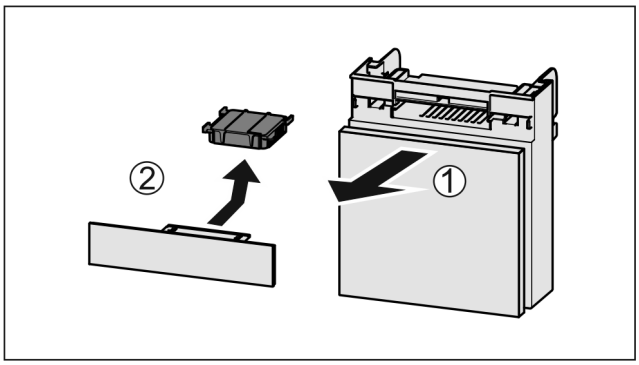

Fig. 54
▶ Fach nach vorne herausziehen *Fig. 54 (1)*.
▶ Aktivkohlefilter entnehmen *Fig. 54 (2)*.